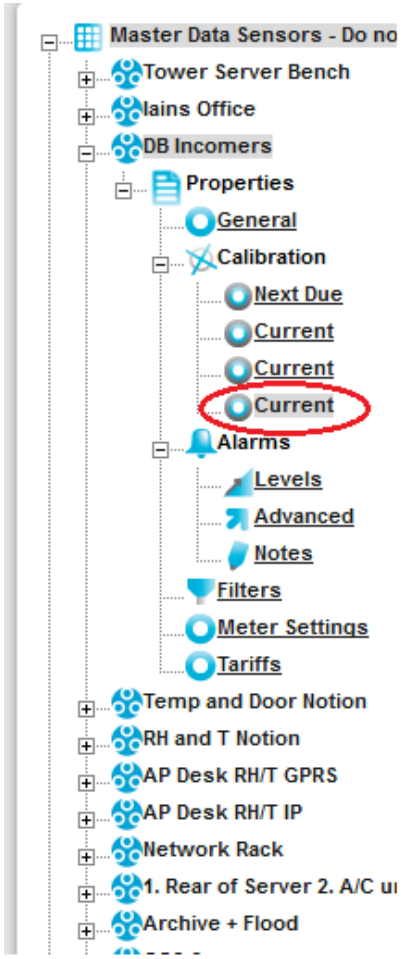
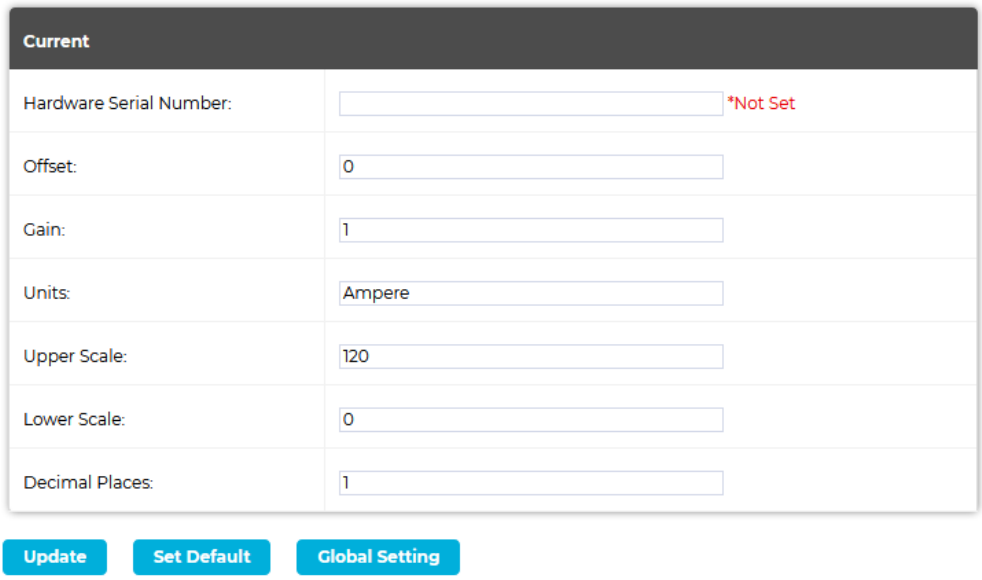

Figure 60
Figure 61
4. Click on the + sign next to the **Calibration** icon to expand the **Calibration Property** entries. See Figure 60 below.
5. Click on the **Current** Clamp Sensor's icon (see Figure 60 above) to display the Configuration Window for the selected Current Clamp Sensor. See Figure 61 below: